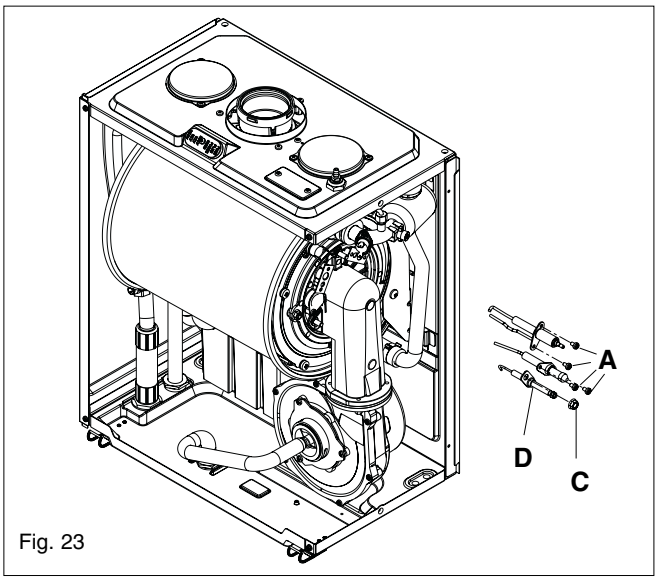

Fig. 23
6.13 ELECTRODES & CONDENSE SENSOR (fig. 23)